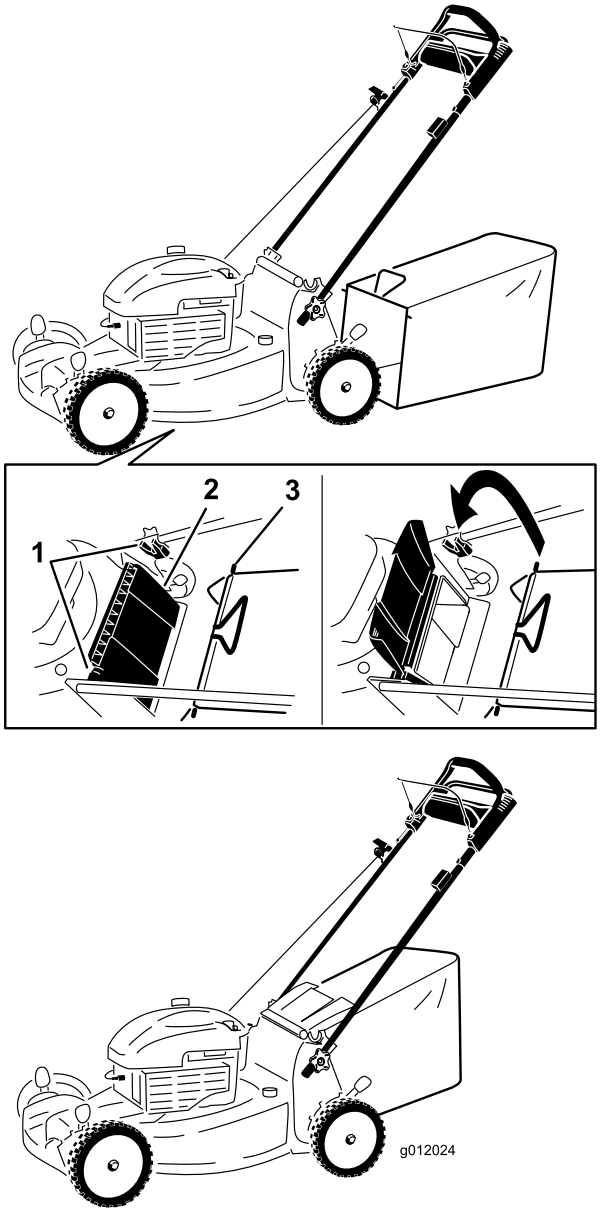

Figure 14
1. Soulevez le déflecteur arrière et gardez-le dans cette position (Figure 14).
2. Montez le bac à herbe en veillant à placer les ergots dans les crans du guidon (Figure 14).